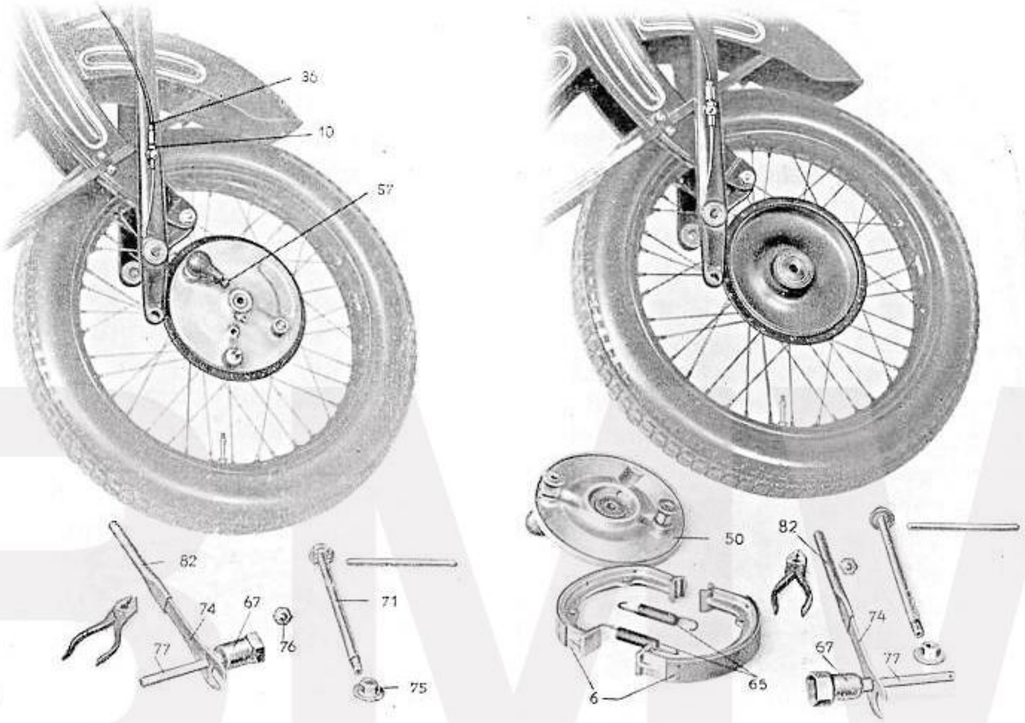

Abb. 33 Ausbau des Vorderrades Zerlegung der Vorderradbremse
k) Abnahme des Vorderrades: Man stellt die Maschine auf den vorderen Kippständer, zieht mit der Kombinationszange den Nippel des Bremskabels aus dem Schlitz des kleinen Bremshebels **57** heraus. Das Herausziehen des Bremsseiles wird durch einige Umdrehungen an der Stellschraube **36** erleichtert. Nun schraubt man mittels der nach Abb. 33 zusammengesteckten Schlüssel **67**, **74**, **77** und **82** die auf der gleichen Radseite sitzende Bundmutter **75** der Steckachse **71** ab, zieht diese heraus und entfernt auch die Kappenmutter **76**. Das Rad mit Bremse ist dann nach rückwärts zu schwenken und auf die linke Seite herüberzudrücken. Es ist nur notwendig, die Maschine noch etwas weiter umzulegen oder, wenn ein Seitenwagen angeschlossen ist, sie vorn noch etwas zu heben, um das Rad aus dem vorderen Schutzblech herauszuziehen (Abb. 33).